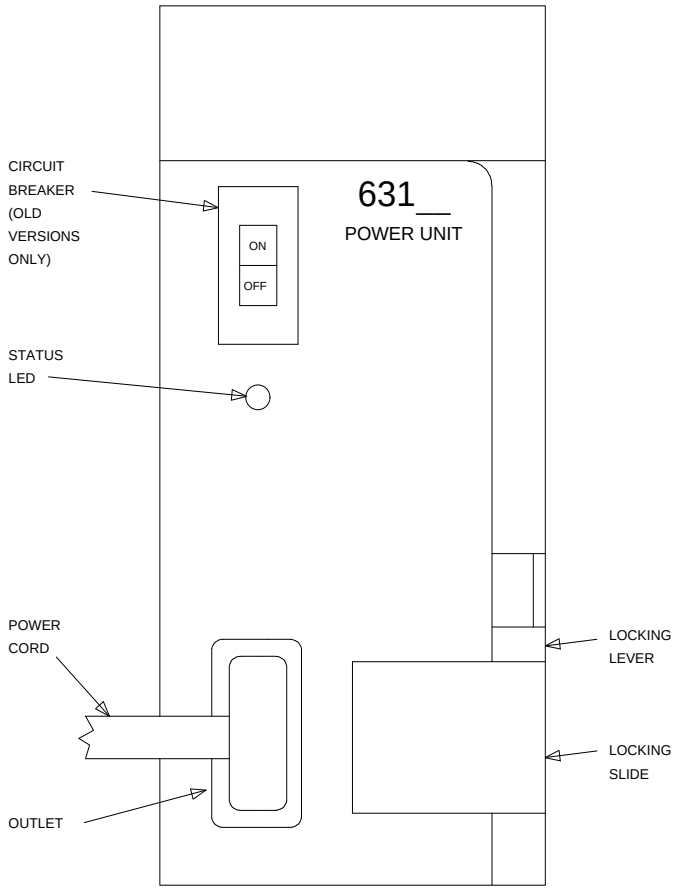

Figure 4-26. 631-Type Power Unit
18. Connect the power cords to the power units. The power cords are the white cables equipped with plugs that are run through the slots in the front of each carrier (see Figure 4-26).